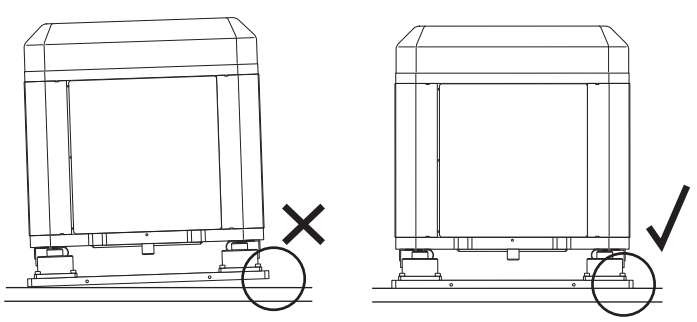

Fig.4
• **Lo stabilizzatore deve essere installato in modo parallelo all'asse trasversale della barca** (Fig.4).